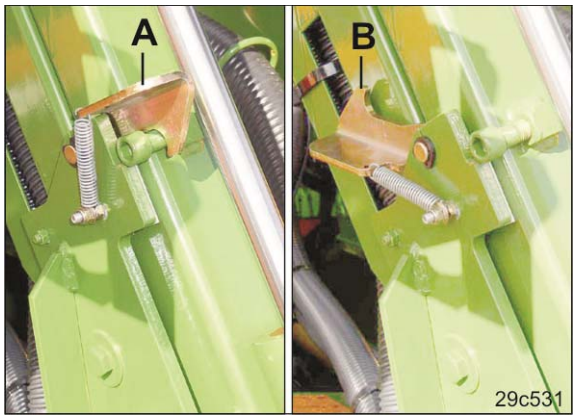

Fig. 205
Zwei Sicherungsbügel (Fig. 205) bilden die mechanische Sicherung der eingeklappten Maschinen-Ausleger.
- vor dem Ausklappen entriegeln (Fig. 205/B).
- nach dem Einklappen verriegeln (Fig. 205/A).